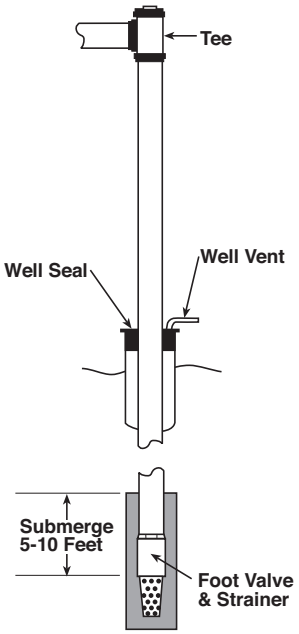
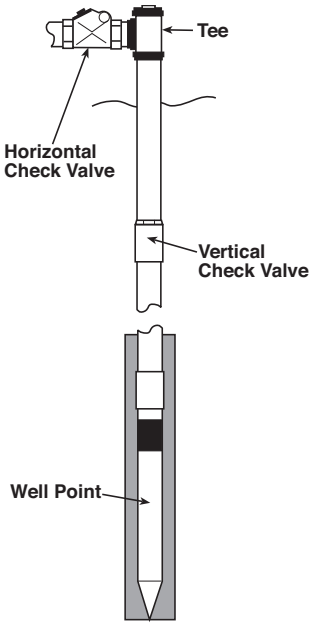

Figure 1
Figure 2
Drilled, bored or dug wells may employ an arrangement as in **Figure 1**. Driven wells and sandpoints employ the configuration in **Figure 2**.
1. a) Install a foot valve on the bottom of the suction line and place it 5 to 10 feet below the draw down level, that is, the level of the water when the unit is pumping its rated capacity. It should be far enough from the bottom of the well to avoid pumping sand and mud. (Figure 1)
b) On driven well installation, install a spring dog- check valve on the vertical pipe at least five feet above the well point, or install a horizontal check valve in the suction line near the pump.(Figure 2)
4. Install the well seal at the top of the well casing and tighten well seal bolts. (Figure 1)